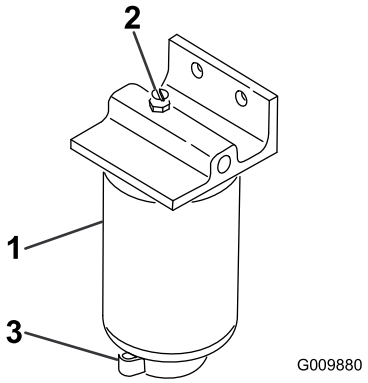

Figur 54
2. Løsne tappeventilen på bunnen av filterboksen (Figur 54).
1. Rengjør området der filterboksen skal festes (Figur 54).